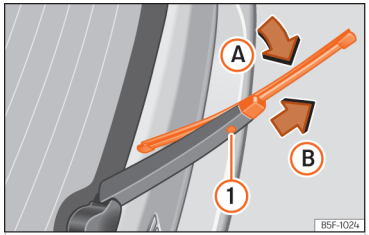

Abb. 159 Scheibenwischerblatt der Heckscheibe auswechseln.
- Das Wischerblatt leicht drehen ››› **(Abb. 159)** (Pfeil Ⓐ).
- Die Entriegelungstaste ① gedrückt halten und gleichzeitig das Scheibenwischerblatt in Pfeilrichtung Ⓑ abziehen.
- Neues Heckscheibenwischerblatt **gleicher Länge und Ausführung** entgegen der Pfeilrichtung Ⓑ auf den Scheibenwischerarm schieben, bis der Mechanismus ① einrastet.